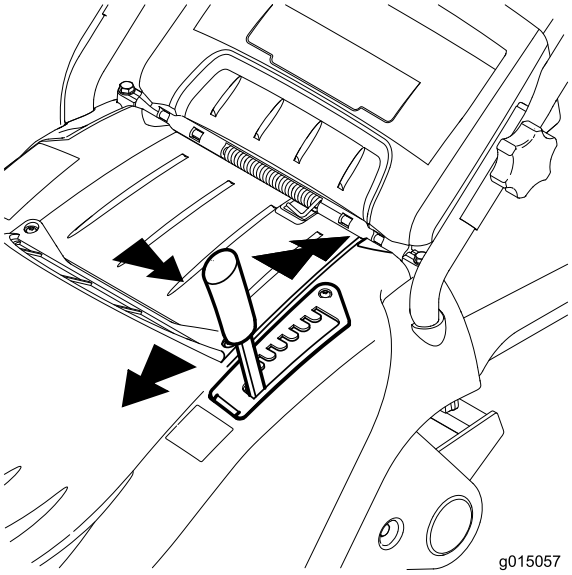

Figur 13
2. Trekk klippehøydespaken ut av sporet den står i og beveg den forover eller bakover til ønsket spor (Figur 13).